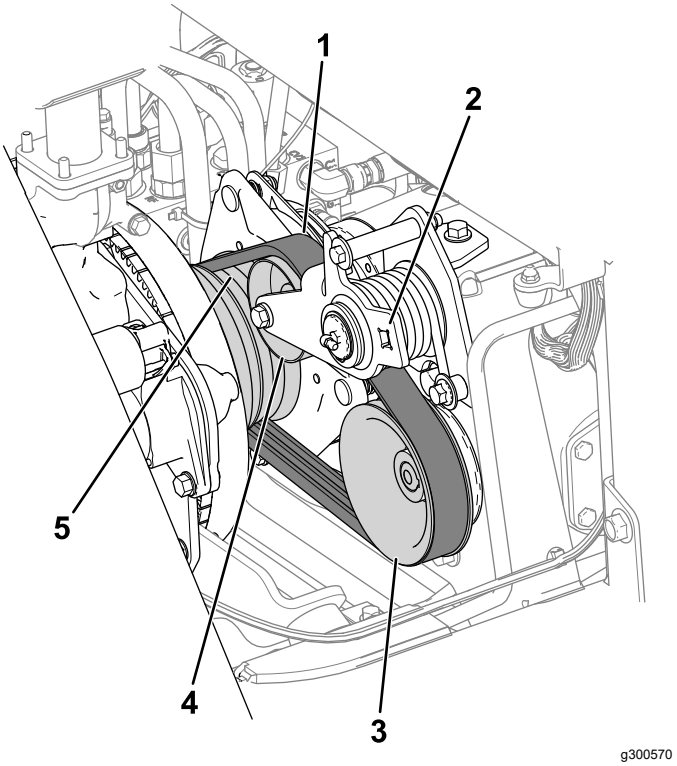

**Figura 78**
3. Fate passare la cinghia sulla puleggia del motore, la puleggia tendicinghia e la puleggia della pompa (Figura 78).